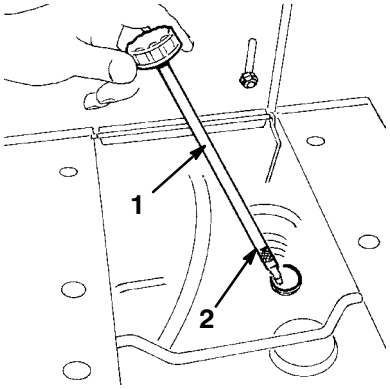

Figure 4
2. Dévisser et retirer la jauge du tube de remplissage (Fig. 4).